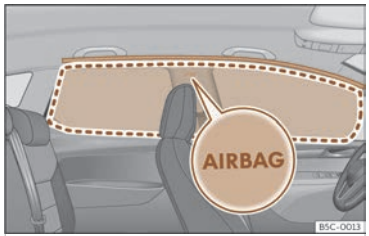

Fig. 32 Location of head-protection airbags.
Head-protection airbags are on both sides of the passenger compartment, above the doors ››› **Fig. 32** and their location is indicated with the word “AIRBAG”.
The framed area is covered by the head-protection airbag when it is deployed (deployment area) ››› **Fig. 32**. Therefore, objects should never be placed or mounted in this area ››› ⚠.
- **Ensure that children are correctly seated in their seats and that their heads are not in the deployment zone of the head airbags ››› Fig. 32, as deploying airbags could hit them and cause serious injury.**